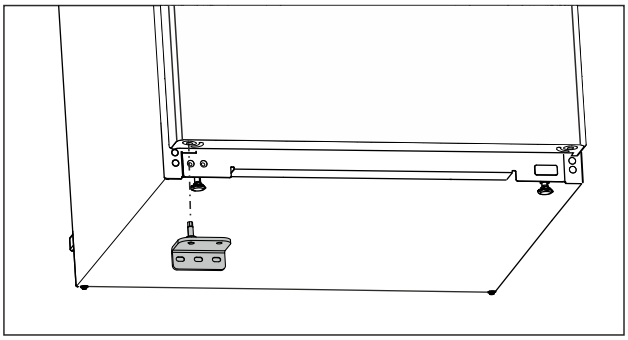

Fig. 20
▶ Insert the lower swap bearing block on the opposite side. (see Fig. 20)